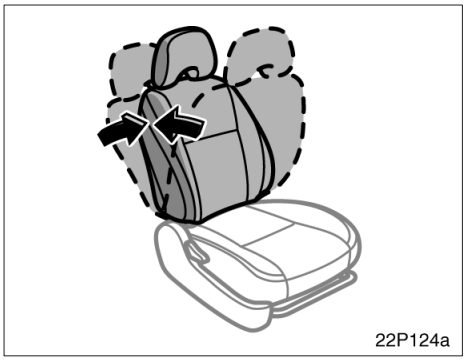

BILD 2
- Justera ryggstödet på stolen i framsätet och ställ in det så upprätt som det går. (Se Bild 2.)